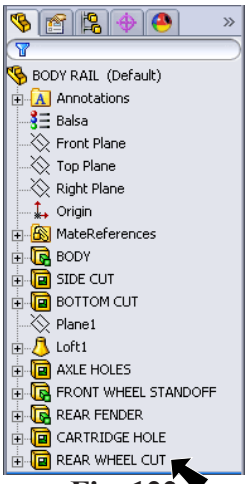

Fig. 122
Step 1. **Rename Cut-Extrude1** to **REAR WHEEL CUT** in the Feature Manager, **Fig. 122**. To rename, use **F2** on keyboard.